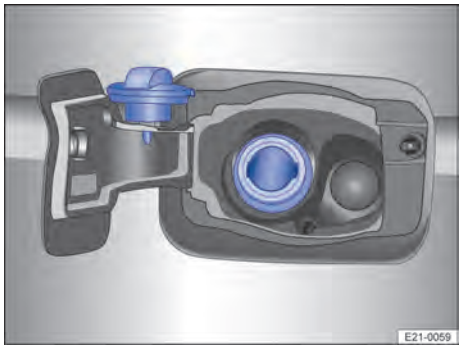

Fig. 179 Detrás de la tapa del depósito de combustible: tapón del depósito (representación esquemática).
4. Desenrosque el tapón del depósito y encájelo en el orificio previsto para ello en la tapa → Fig. 179.